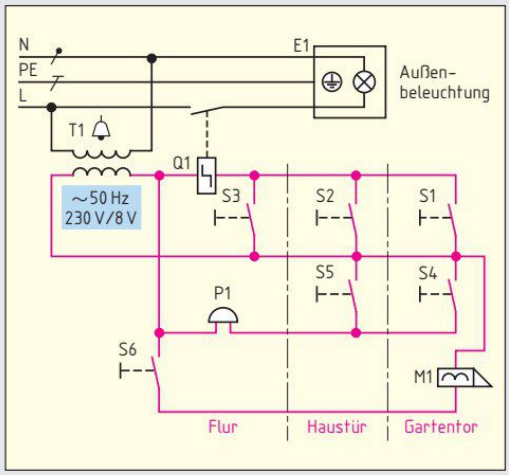

Bild 2: Hausruf- und Türöffneranlage mit Beleuchtungsanlage
4. In einem Wohnhaus ist die Hausruf- und Türoffneranlage mit der Außenbeleuchtung kombiniert **(Bild 2)**.